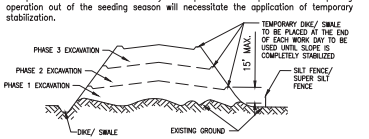

Figure B.2: Incremental Stabilization – Fill
4. Construction sequence example (Refer to Figure B.2):